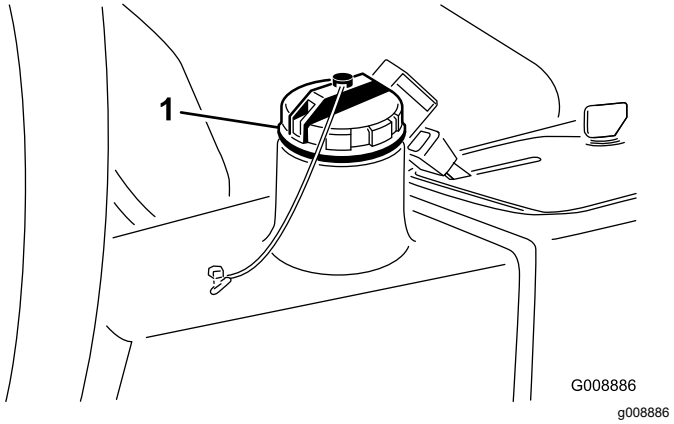

**Figur 80**
2. Rengør området omkring påfyldningsstudsen og hydrauliktankens dæksel (Figur 80).